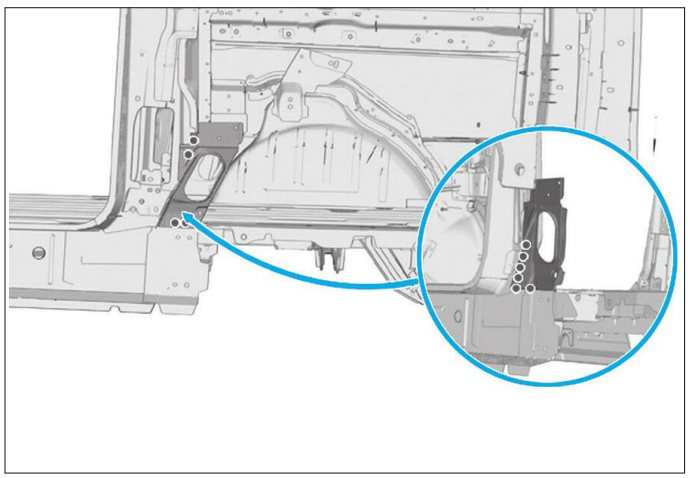

FIG. 107
• Souder par points éléctriques **(Fig.107)**.